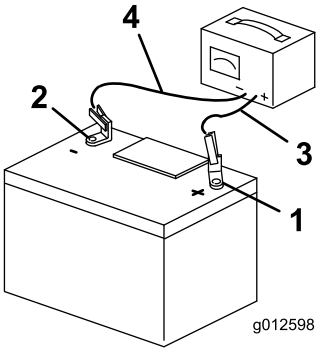

**Figuur 54**
3. Zodra de accu volledig is opgeladen, haalt u de acculader uit het stopcontact en maakt u vervolgens de oplaadkabels los van de accuklemmen (Figuur 54).